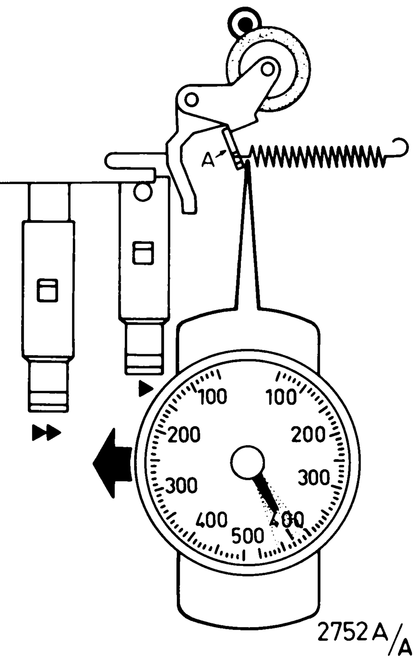

Fig. 4
5. Regolazione della forza del rullo preminastro 76, fig. 4